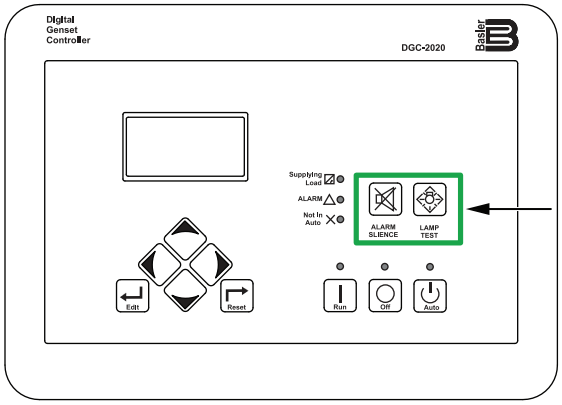

Figure 77. Digital Controller (Alarm Silence And Lamp Test Buttons)
1. Press and hold the **Alarm Silence button** and the **Lamp Test button** (Figure 77) simultaneously for 5 seconds.